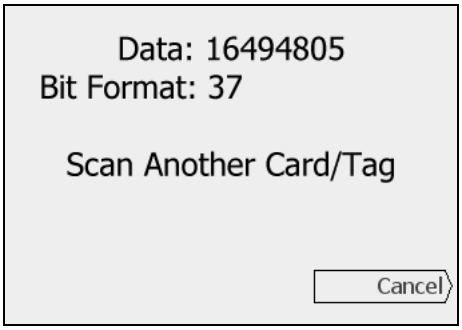

Figure 13-53 RFID Test Screen - Successful Tag Scan
17. Pass a test card/tag across the HID reader. If the card/tag is successfully scanned, a screen similar to Figure 13-53 is displayed.